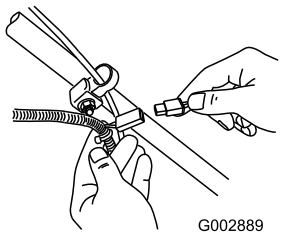

**Figuur 23**
1. Sluit de acculader aan op de kabelboom van de machine, die zich onder het contactsleuteltje bevindt (Figuur 23).